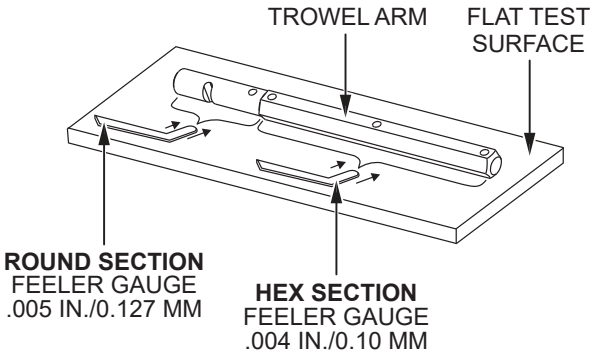

Figure 76. Trowel Arm Inspection
1. Place the trowel arm on a thick, steel plate, granite slab, or any other surface which is **true** and **flat** (Figure 76).
2. Check each of the six sides of the trowel arm hex section (Figure 76). A feeler gauge of 0.004 inch (0.10 mm) should not pass between the flat of the trowel arm and the test surface along its length on the test surface.
3. As the flat hex section rests on the test surface, use a feeler gauge of 0.005 inch (0.127 mm) to check the clearance between the round shaft section and the test surface. Rotate the arm to each of the flat hex sections and check the clearance between the round shaft and the test surface. The clearance between the round shaft and the test surface should be identical for each hex section. See Figure 76.